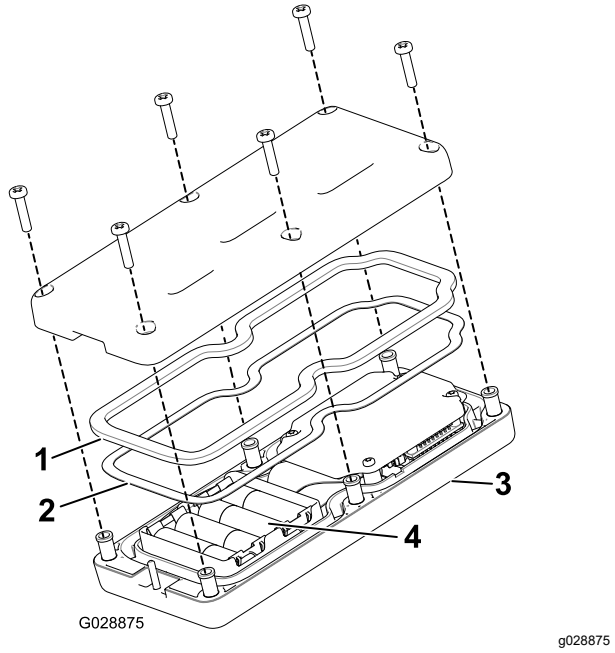

Figuur 42
3. Verwijder de 6 schroeven van de achterkant van de afstandsbediening en verwijder het deksel (Figuur 42).
5. Let op de polariteit van de batterijen terwijl u deze plaatst. Op het draagtoestel staat de polariteit van de contacten aangegeven (Figuur 42).
6. Als u per ongeluk de rubberen afdichting en de stalen pakking hebt verwijderd, moet u ze zorgvuldig terug plaatsen in de groef in de afstandsbediening (Figuur 42).
7. Plaats het deksel terug en bevestig het met de 6 schroeven die u eerder hebt verwijderd (Figuur 42) en draai deze vast met een torsie van 1,5 tot 1,7 N·m.